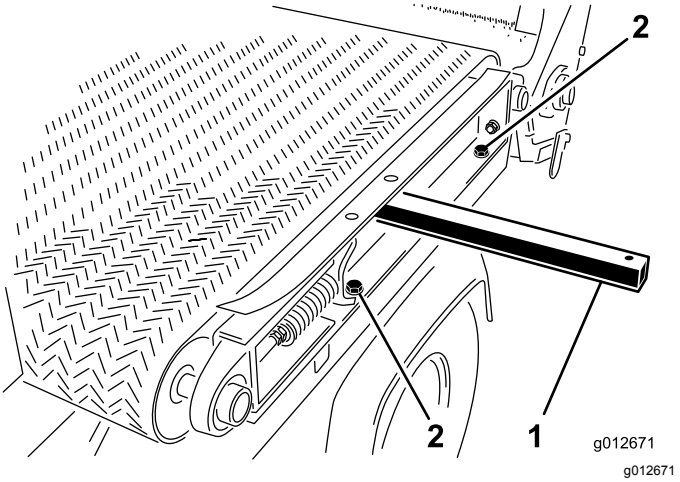

Figur 29
5. På venstre side af maskinen skal du fjerne de 2 maskinskruer og 2 spændeskiver, der fastgør gliderens stelvange på den venstre skærm (Figur 29).
1. Isæt en løftestang gennem hullet i venstre gliders stelvange, og hæv løftestangen for at tippe stelvangen en anelse. Se Figur 29 i Afmontering af glideladet (side 24).